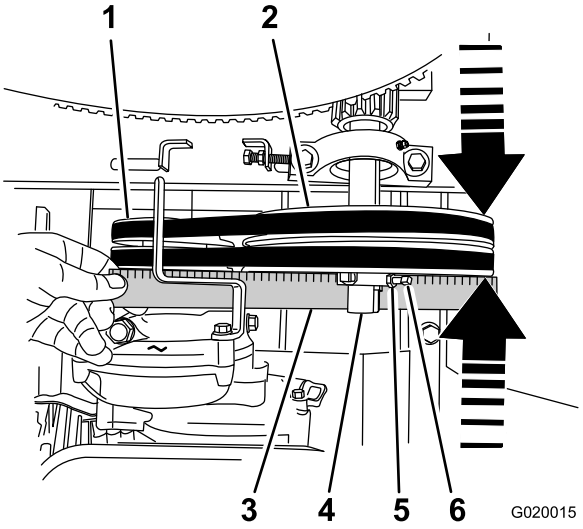

Figura 74
2. Coloque una regla sobre las caras de la polea del motor y de la polea tensora (Figura 74).
B. Afloje las contratuercas y los tornillos de fijación que sujetan la polea tensora al eje (Figura 74).
C. Dando golpecitos con un mazo de goma, mueva la polea tensora hacia adelante o hacia atrás en el eje hasta que la polea del motor y la polea tensora estén alineadas con la regla (Figura 74).
D. Apriete los tornillos de fijación y las contratuercas que sujetan la polea tensora al eje (Figura 74).